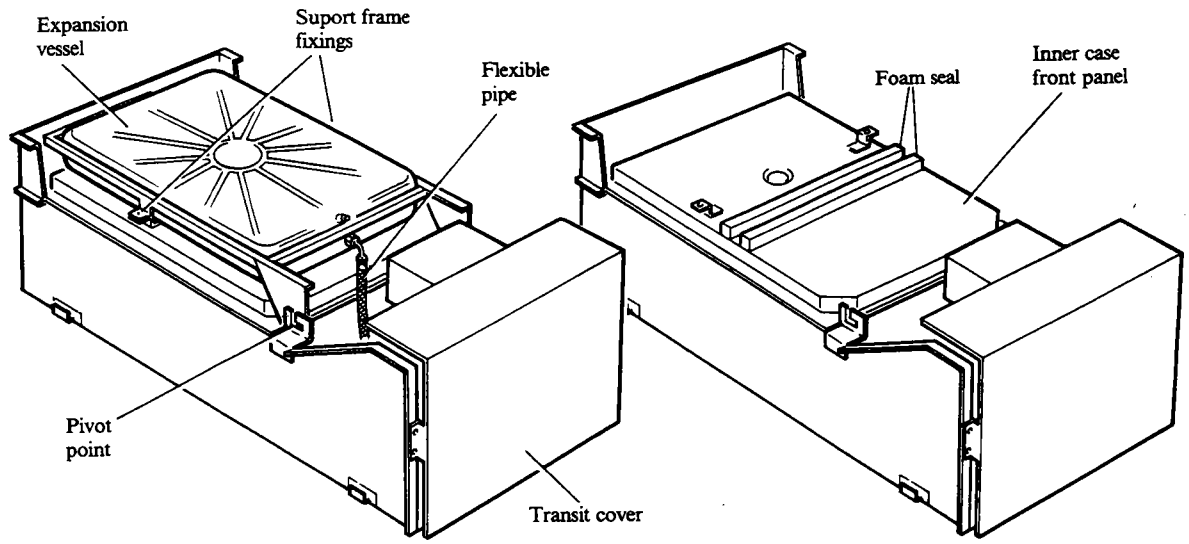

Fig. 19
Refer to Figs. 19 and 20.
Remove the two screws securing the expansion vessel support frame to the inner case front panel. Holding the vessel and frame swing them out to clear the boiler. Remove the frame and vessel from the boiler by lifting the frame out of its bottom pivoting point. See Fig. 19. Cut the foam seal in two and stick onto the inner case
front panel just below the depression. See Fig. 19.
2. Remove the four screws (two at the top and two at the bottom) securing the inner case front panel and lift off the panel. See Fig. 19.
6. Remove the four screws securing the transit cover to the bottom of the boiler, see Fig. 19 and discard the cover and screws.